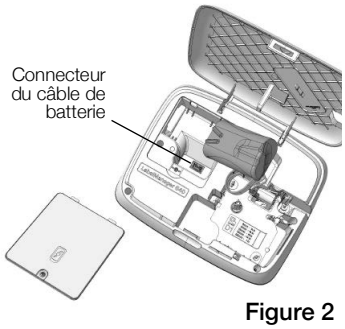

Figure 2
3. Débranchez le câble de la batterie du connecteur. Reportez-vous à la rubrique Figure 2.
5. Insérez la batterie neuve, comme illustré, en branchant le câble dans le connecteur. Reportez-vous à la rubrique Figure 2.